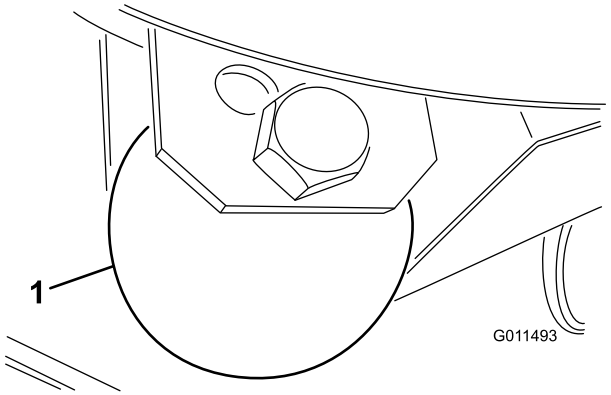

Figuur 24
1. Verwijder de bout en de moer waarmee het maatwiel is bevestigd aan de beugels van het maaidek (Figuur 24).